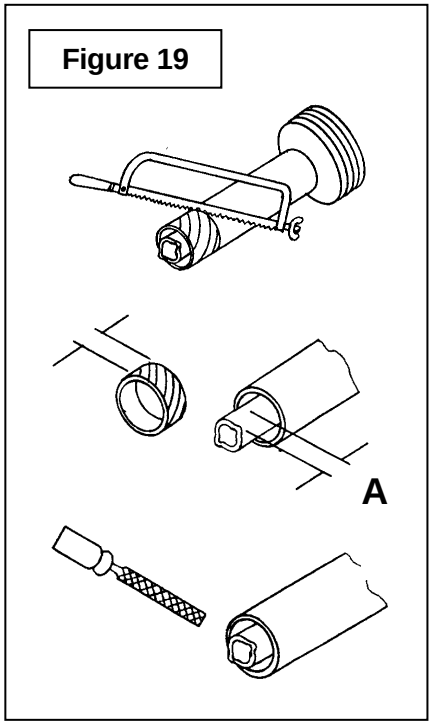

Figure 19
5. Cut the guard a second time leaving the same distance between the end of the guard and the end of the shaft as existed before. To obtain the proper distance "A" shown on figure 19, cut the guard according to the following table: